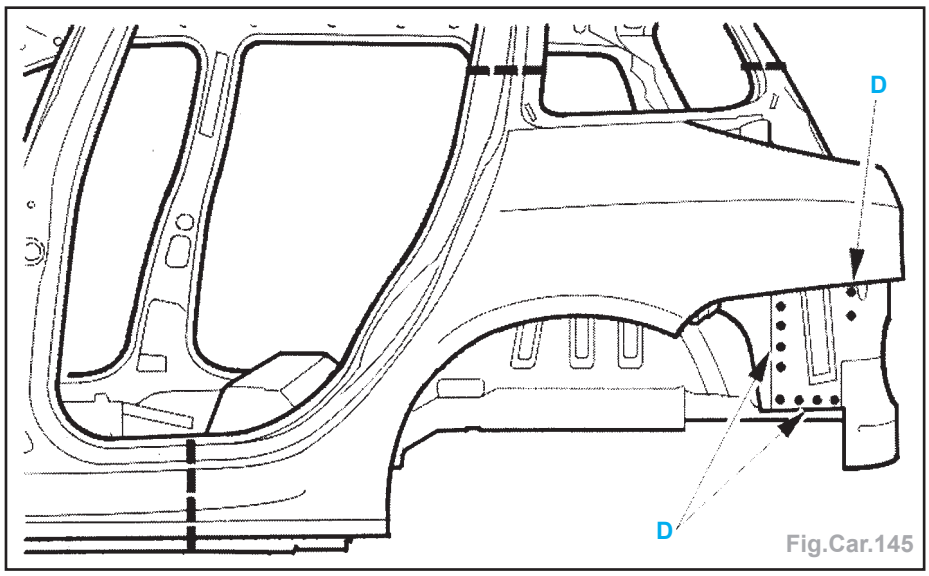

Fig.Car.145
- par points électriques (suivant D) (Fig. Car.145),